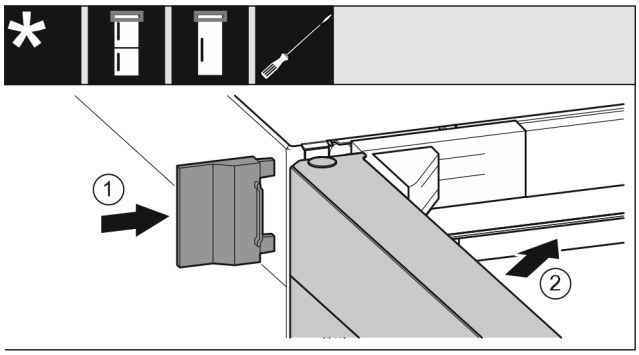

Fig. 66
▶ Äußere Abdeckung *Fig. 66 (1)* aufschieben.
▶ Obere Tür *Fig. 66 (2)* schließen.